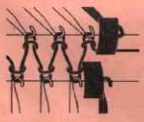

Fig. 68
a) Rechts 2 Maschen aufnehmen. Schloss rechts anhalten, auf dieser Seite sowohl vorn wie hinten eine neue Nadel in Arbeitsstellung hochschieben und die entsprechenden Platinen in Ruhestellung vor, Fig. 68 dann Schloss von rechts nach links schieben.